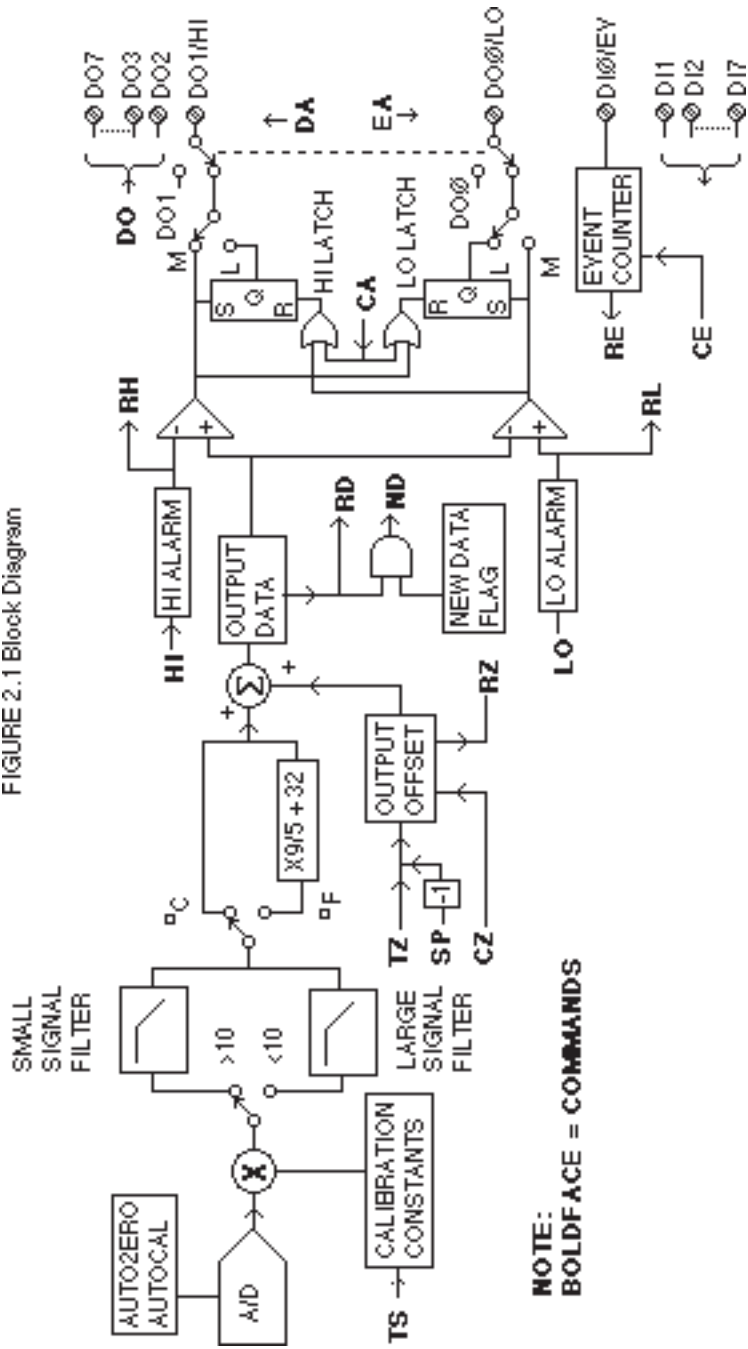

FIGURE 2.1 Block Diagram
A functional diagram of a typical module is shown in Figure 2.1. It is a useful reference that shows the data path in the module and to explain the function of many of the module's commands.
The first step is to acquire the sensor signal and convert it to digital data. In Figure 2.1, all the signal conditioning circuitry has been lumped into one block, the analog/digital converter (A/D). Autozero and autocalibration is performed internally and is transparent to the user.
The modules allow user selectable output scaling in °C or °F on temperature data. This selection is shown in Figure 2.1 as a switch following the digital filters. The default scaling in the modules is °C, but this may be converted to °F by feeding the data through a conversion routine. The switch position is controlled by a bit in the setup data and may be changed with the SetUp (SU) command. The scaling selection is nonvolatile. In non-temperature applications, °C should always be selected.
The remainder of Figure 2.1 shows several functions: a versatile alarm function, an event counter and general-purpose digital inputs and outputs. These functions are described in detail in Chapter 6.